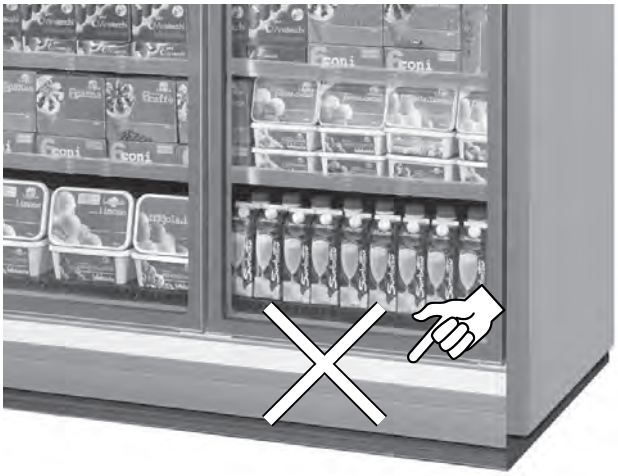

Fig. 13
- A mercadoria não obstrua o correto fluxo do ar refrigerado ("Fig. 13").